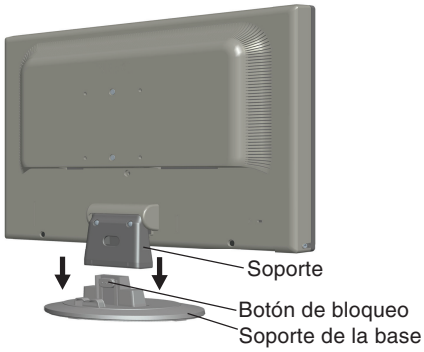

Figura S.1
1. Conecte el soporte de la base al soporte. El botón de bloqueo del soporte de la base debería encajar en el orificio del soporte (**figura S.1**).